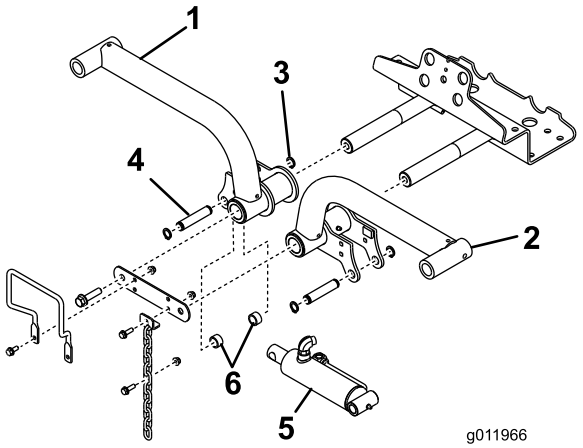

Figuur 15
4. Bevestig de hefarmen op de draaipunten van de hefarmen (Figuur 15) en bevestig deze met de koppeling en de bouten die u eerder hebt verwijderd.
6. Bevestig het rechteruiteinde van de hefcilinder aan de rechterhefarm met een pen en 2 afstandsstukken (Figuur 15). Bevestig deze met een borgring.